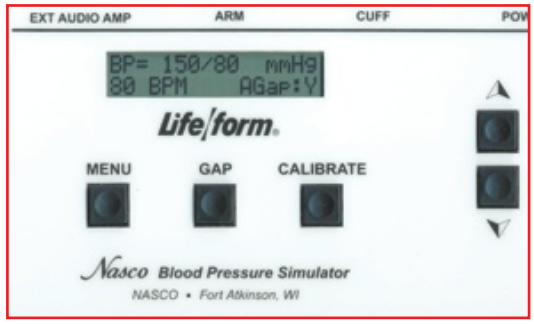

Figure 34
4. The Main display will show AGap:Y (or ON) ***(See Figure 34.)*** or AGap:N (or OFF).